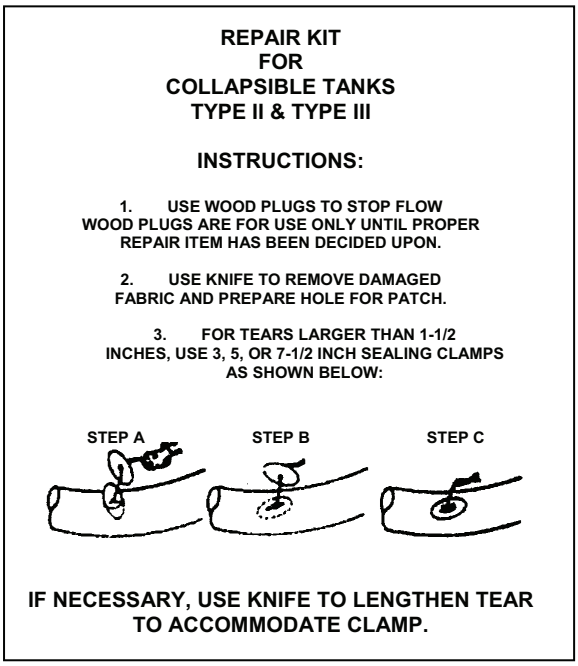

Figure 26. Collapsible Fabric Tank Repair Instructions.
2. Follow the repair instructions contained in the repair kit (see Figure 26).